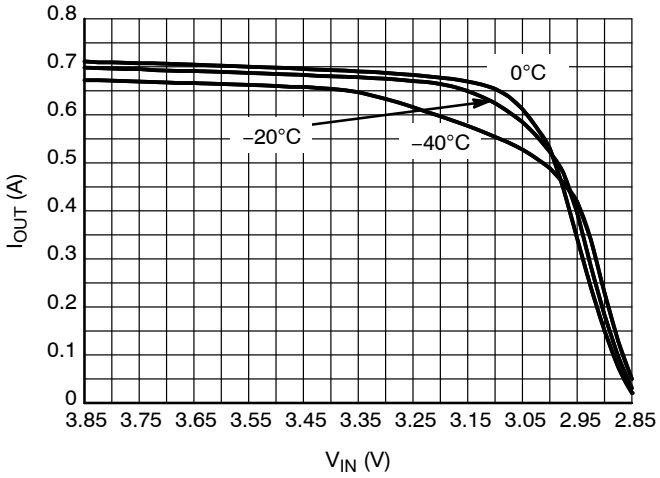

Figure 18. Output Current Capability for the 2.85 V Version
26. For output current capability for T_A < 0 °C, please refer to Figures 18 to 22.